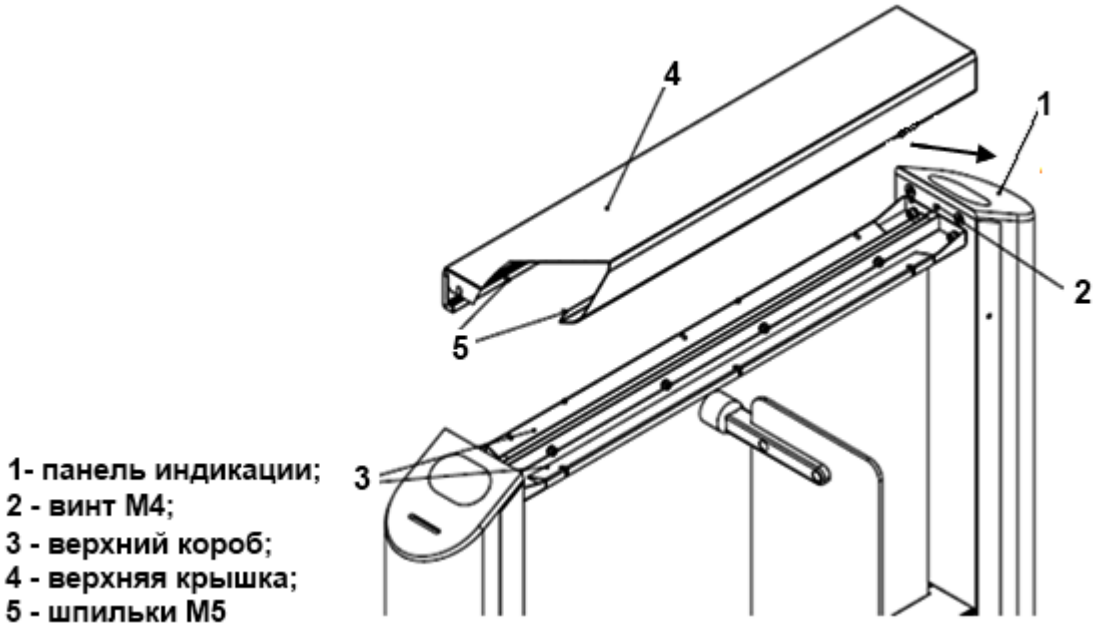

Рисунок 13 – Демонтаж панели индикации
5.7.1 Рисунок 13 – снять верхнюю крышку, открутив 8 гаек М5 от шпилек крышки, открутить винт М4 на задней стенке картоприемника.
5.7.2 Рисунок 13 – сдвинуть панель индикации до упора в указанном направлении. Аккуратно поднять панель.